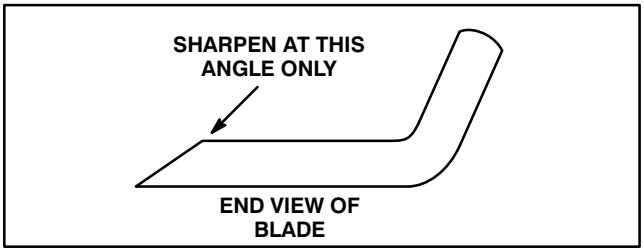

Figure 27
3. Examine cutting edges of all blades. Sharpen the cutting edges if they are dull or nicked. Sharpen only the top of the cutting edge and maintain the original cutting angle to make sure of sharpness (Fig. 27). The blade will remain balanced if same amount of metal is removed from both cutting edges.